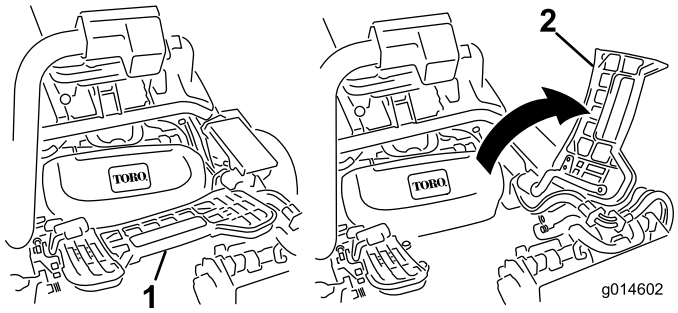

Figur 31
2. Løft opp fothvileren og drei den åpen, slik at man kan komme til midtstillingen til klippeenheten (Figur 31).